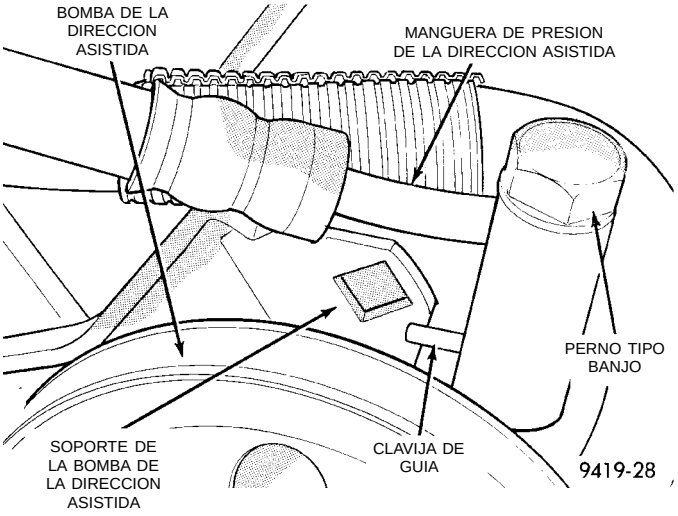
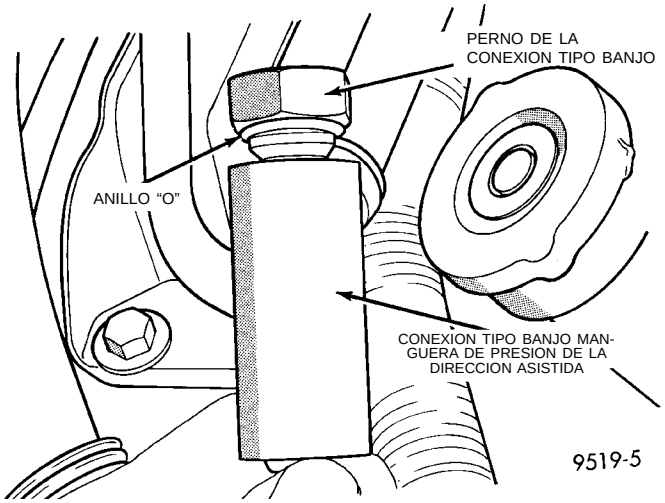

Fig. 21 Fijación de la manguera de la dirección asistida a la bomba de la dirección asistida
Fig. 29 Anillo “O” instalado en el perno de la conexión tipo Banjo
(1) Retire el cable negativo del borne negativo (-) de la batería.
(2) Retire el perno tipo Banjo y la conexión de la manguera de presión de líquido de la dirección asistida que se encuentran en la bomba de la dirección asistida (Fig. 21).
(9) Instale un anillo “O” nuevo (Fig. 29) en el perno de la conexión tipo Banjo de la manguera de presión de la dirección asistida.
(10) Lubrique ambos anillos “O” con líquido de dirección asistida nuevo y limpio.
(11) Instale el perno tipo Banjo en la conexión tipo Banjo de la manguera de presión de la dirección asistida.
(12) Conecte la manguera de presión de la dirección asistida en la conexión de salida de la bomba de la dirección asistida (Fig. 21).
(13) Emplace la clavija de guía en la conexión tipo Banjo de la manguera de presión de la dirección asistida de modo que se apoye contra el soporte de instalación de la bomba de la dirección asistida (Fig.